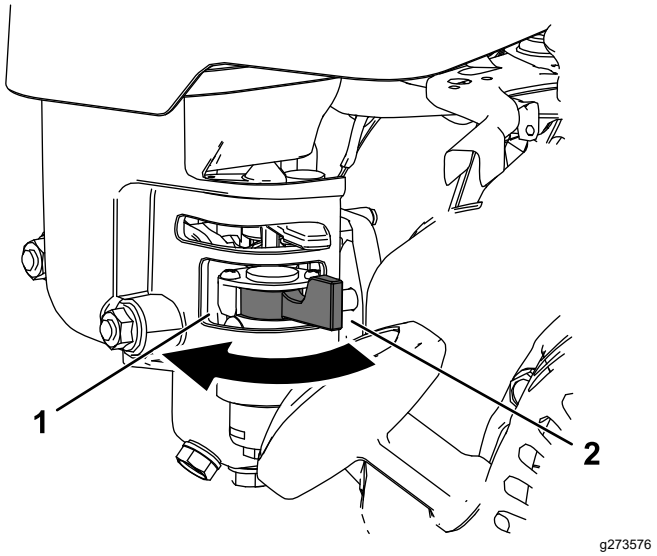

Rysunek 22
- Aby otworzyć zawór paliwowy obróć dźwignię odcięcia paliwa w stronę uchwytu rozrusznika linkowego (Rysunek 22).
- Aby zamknąć zawór paliwowy obróć dźwignię odcięcia paliwa w stronę przeciwną do uchwytu rozrusznika linkowego (Rysunek 22).